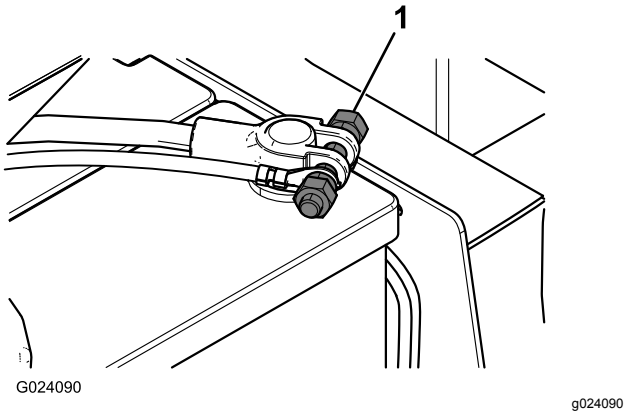

Figur 18
9. Ta bort befintliga fästelement från batteripolerna och montera skruvar med dubbla muttrar (Figur 18).